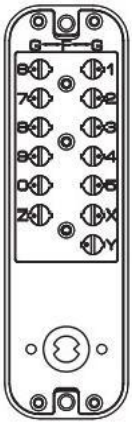

FIG4A
1)Z tyłu korpusu zamka z przyciskami numerycznymi, zobacz pokrętło z rowkami, kierunek ostrza do środka pozycja to brak statusu hasła. (Zobacz rysunek 4A)